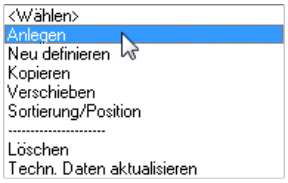

Bild 27.79 – *Block*, Menüpunkt *Anlegen*
- wählen Sie im Listenmenü *Block* den ersten Punkt, *Anlegen* (Abb. 27.79).